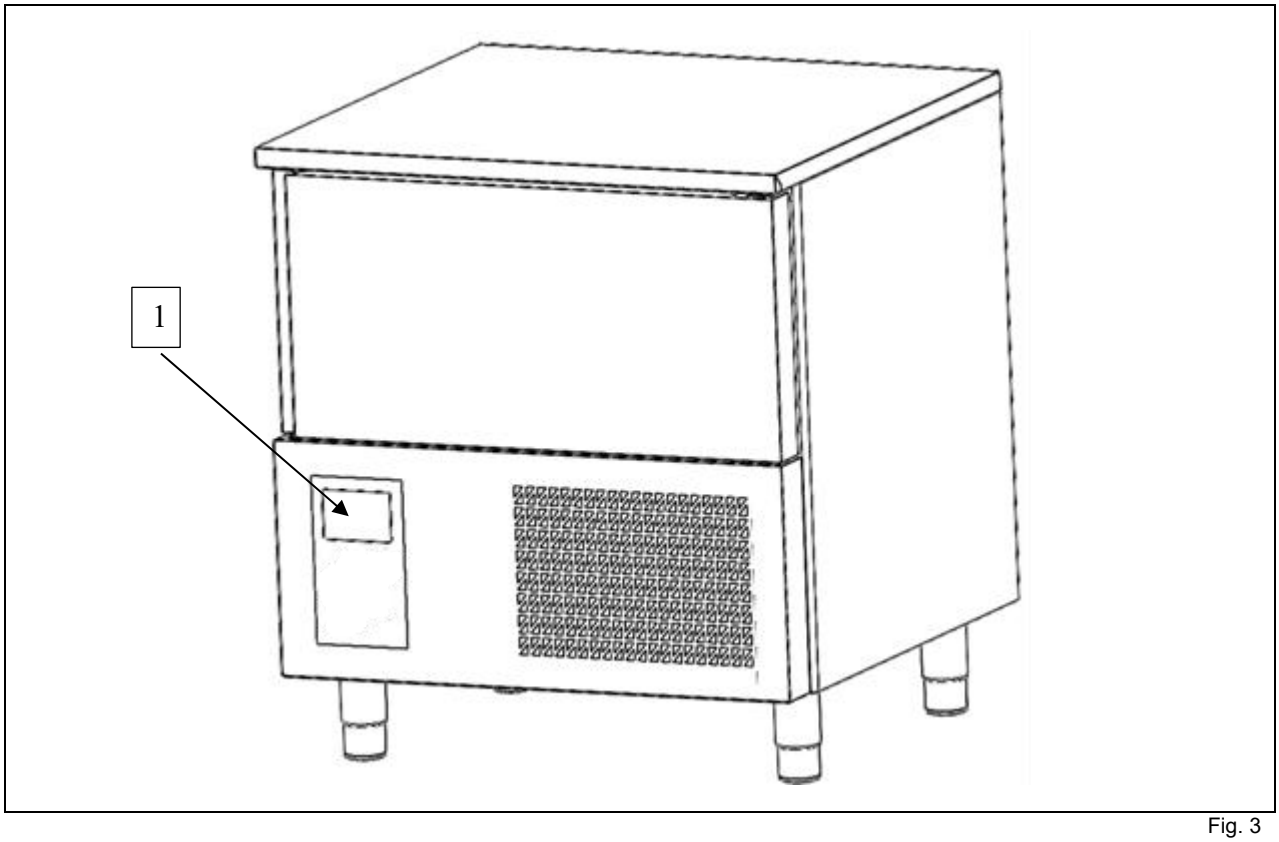

Fig. 3
The entire appliance is controlled by an electronic circuit board. The stop function is represented by the START button (ref. 1 fig. 3). Whatever condition the machine is in, holding down the START button for 3 seconds sets in standby the machine.